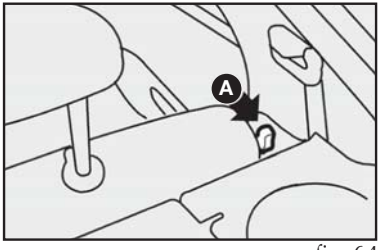

fig. 64
3) Desengatar o encosto, movendo as alavancas laterais **A-fig. 64** no sentido da seta.